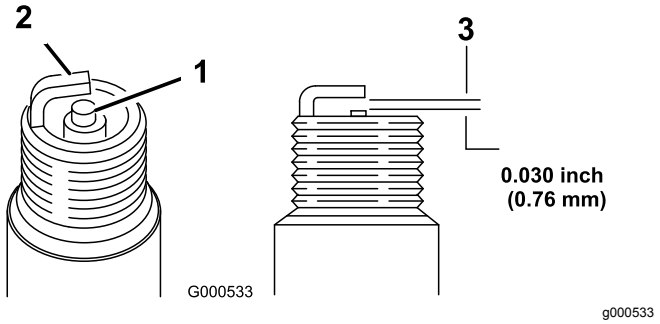

Figur 21
5. Ställ gapet på det nya stiftet till 0,76 mm enligt Figur 21.